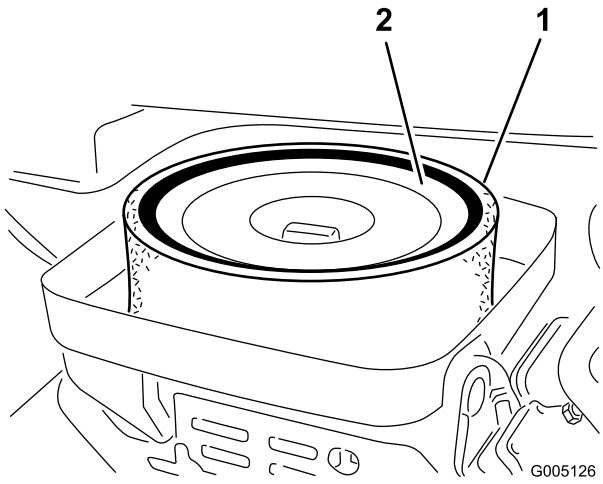

Figur 33
3. Hvis skumelementet er skittent, fjerner du det fra papirelementet (Figur 33). Rengjør den grundig, som følger: